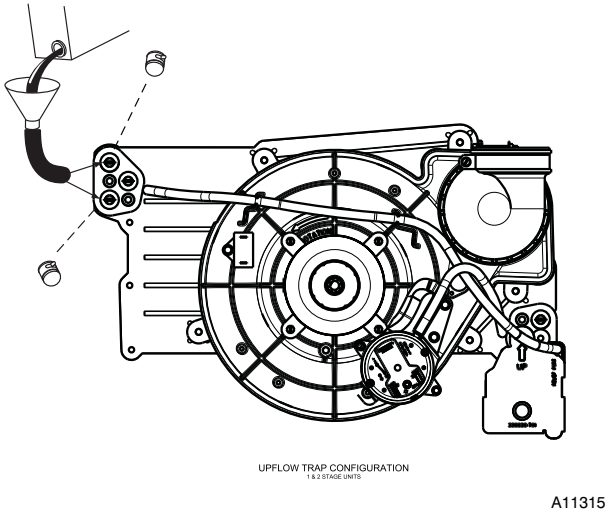

Fig. 69 − Priming Condensate Trap
9. Remove the middle unused rubber plug from the port on the collector box opposite the condensate trap. See Fig. 69.